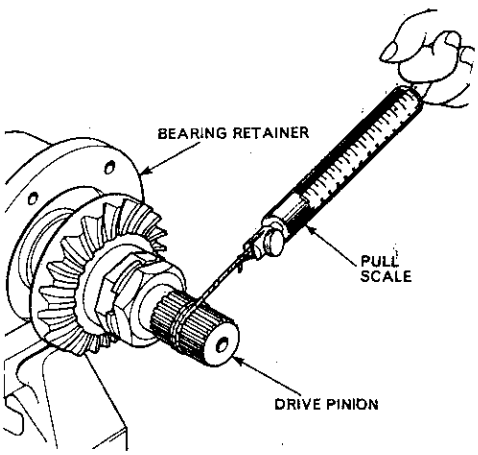

Fig. 316–Checking bevel pinion bearing preload with pull scale and cord wrapped around pinion shaft.
The bevel pinion is available only in a matched set with the bevel ring gear; if necessary to renew the pinion, refer to paragraph 287 and install the matched ring gear. Renew bearings if rough or excessively worn and adjust bearing preload as follows: Tighten the nut (48) until pull required to rotate the pinion in the bearings is 16 to 21 pounds when checked with pull scale and cord as shown in Fig. 316. When bearing preload adjustment is correct, install new tab washer (49—Fig. 314) tighten the nut (50) and bend tabs against nuts. Then recheck bearing preload as shown in Fig. 316 and readjust if necessary.